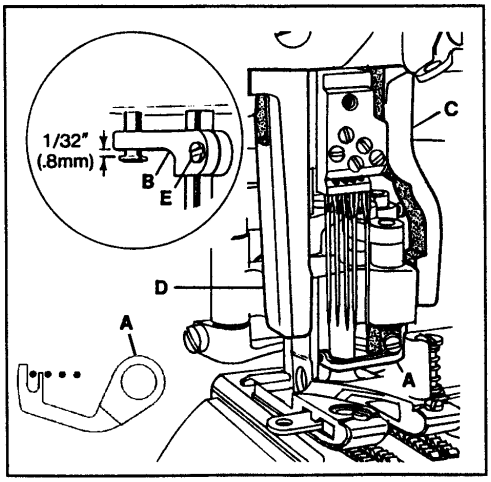

FIG. 20
Remove the presser bar regulating screw and the presser spring. Raise the needle bar to its highest position and remove the retainer. As the foot is slipped under the needles, swing the upper knife into the opening on the right side of the foot and slide the linkage onto the hook driving sleeve. Insert the presser bar through the linkage and into the presser foot shank. Tighten presser foot screw. With the presser bar inserted properly into the presser foot, position the foot left to right so the finger of cover thread carrier (A, Fig. 20) is between the first and second needles. Set presser bar guide (B, Fig. 20 Inset) so foot will not move. Set right presser foot guide (C) and left presser foot guide (D) to maintain setting. Loosen presser bar guide screw (E Fig. 20 Inset) and check to see that foot has vertical freedom with no right to left play, no bind. Put the needle bar is in its lowest position, and set 1/32"(0.8mm) above head of presser bar guide stud. Tighten presser bar guide screw (E).
Turn the handwheel in operating direction until link (A, Fig. 20) has traveled fully to the front. There must be a 1/64" (0.4mm) clearance between link (A) and the back of needle head (B) when link (A) starts to jackknife. Loosen screw (C) and rotate driving sleeve (D) to position link (A). Tighten screw (C).